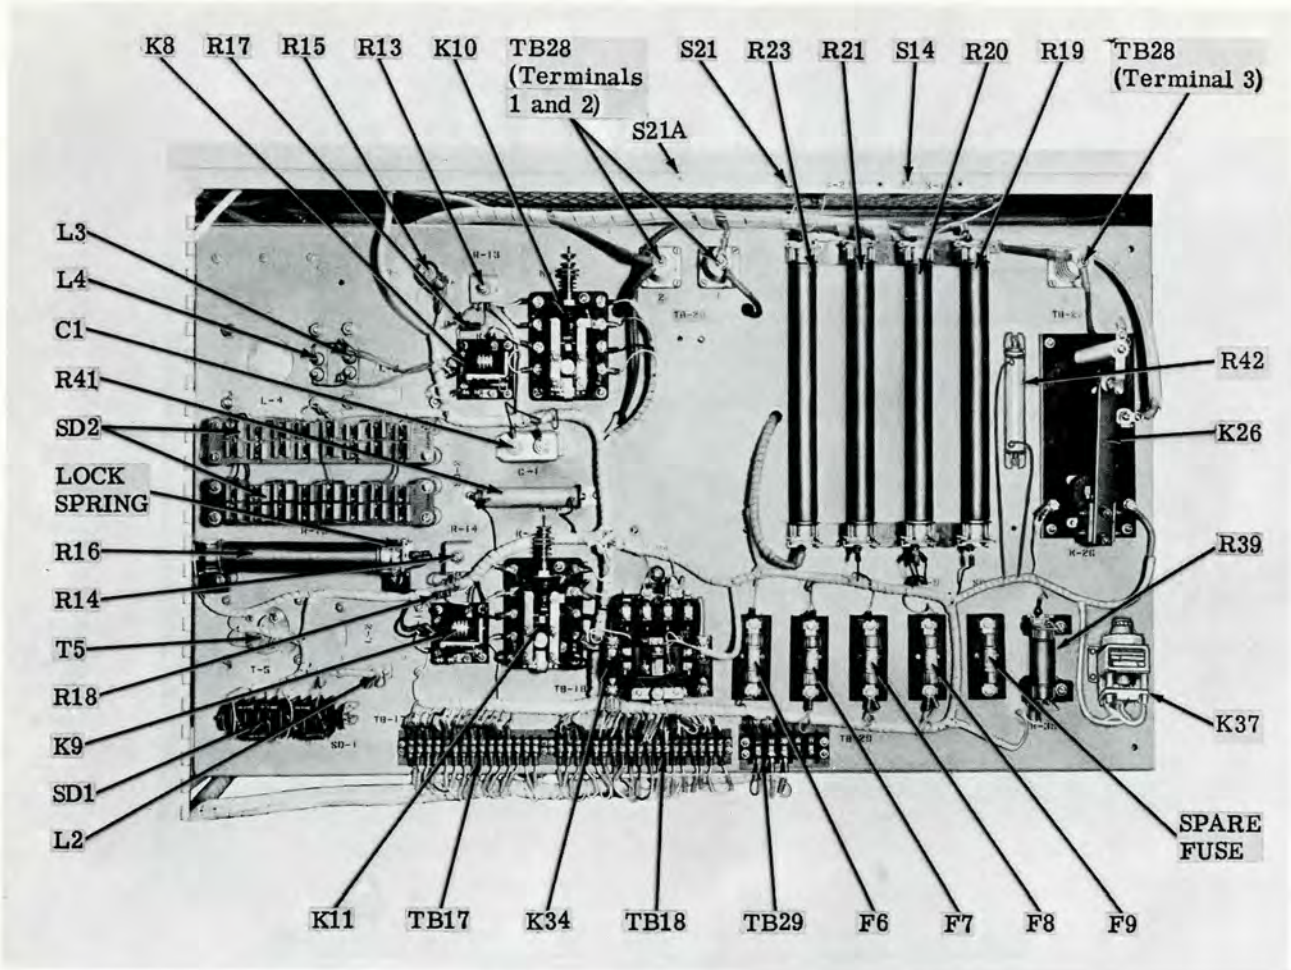

Figure 6-2. Control Panel, Right Cabinet Section, Right Side Interior View
(3) Rotate variable resistor R13 (figure 6-2) until relay K8 energizes.
(4) Rotate variable resistor R14 (figure 6-2) until relay K9 energizes.